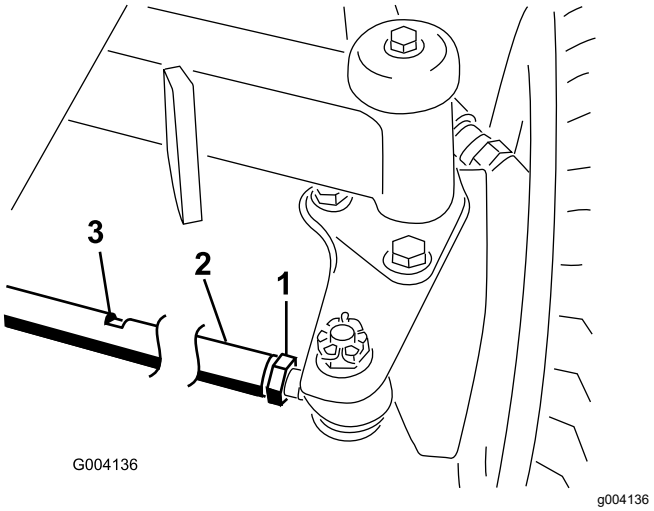

Figur 63
2. Løsne låsemutteren på begge ender av parallellstaget (Figur 63).
3. For å svinge hjulene dreier du om parallellstaget ved å vri det mot skrunøkkelflatene (Figur 63).
6. Stram til låsemutteren på begge ender av parallellstaget (Figur 63).